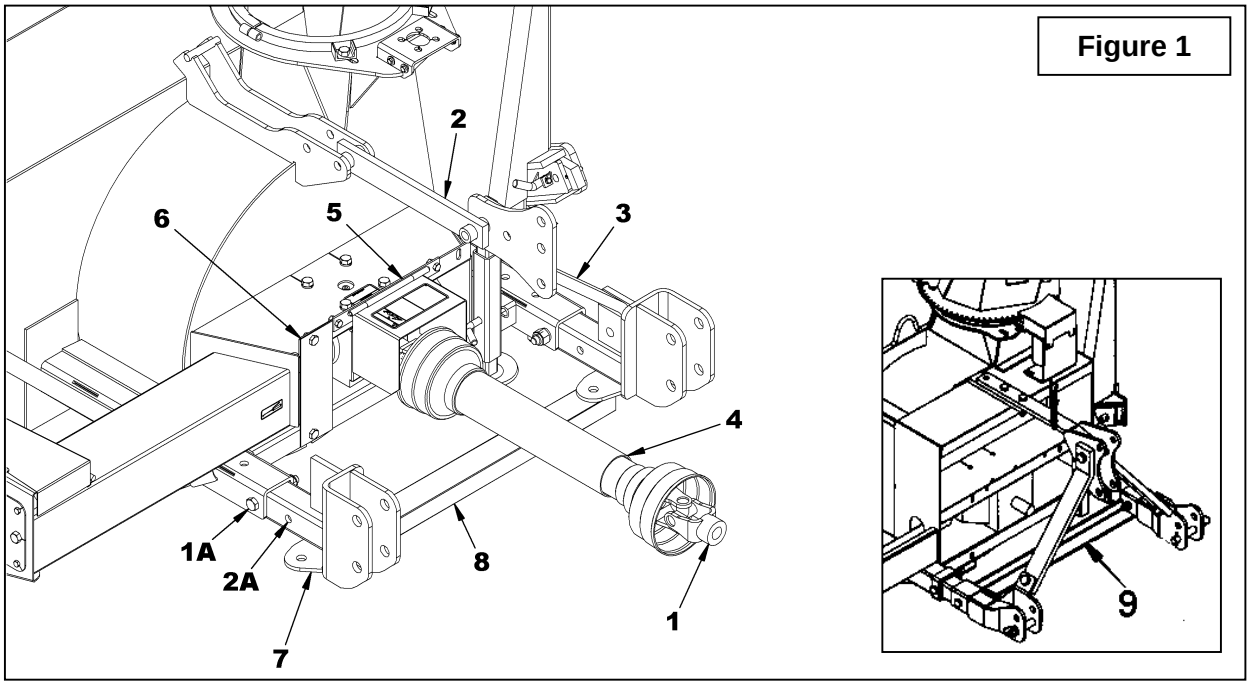

Figure 1
NOTE: Before proceeding with the installation, check the type of PTO on the tractor and if needed, order the appropriate yoke (Fig. 1, item 1) from your distributor.
3. **Figure 1:** To make installation easier, it is recommended to remove the upper hitch (item 2) as well as the left and right hitches (item 3).
4. **Figure 1:** Remove the driveline (item 4) from the snowblower. Remove the PTO protector (item 5).
5. **Figure 1:** On the SA88 and SA92-L models, remove the rear guard (item 6), which will no longer be used.
6. **Figure 1:** Before installing the reduction gearbox make sure the right and left lower hitches (item 7) are in the 1A position as shown on the figure. Check as well that the brace (item 8) on the SA88 and SA92-L is positioned in the exact position illustrated on the figure otherwise reinstall it in that position. For the TRC model, rotate the brace (item 9) 180º so the bent section faces the tractor and not the snowblower to prevent interference with the reduction gearbox.
13. **Figure 1:** Install the upper hitch (item 2) as well as the left and right hitches (item 3).